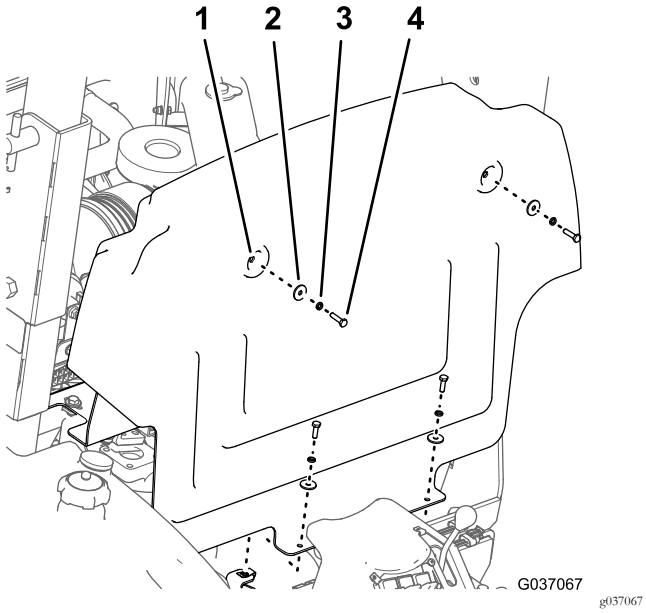

Figur 28
1. Fjern de fire bolte (6 x 25 mm), fire låseskiver (6 mm) og de fire flade spændeskiver (6 mm), der fastgør kantpladepanelet til maskinens chassis (Figur 28).
2. Flyt panelet op og fremad, og fjern det fra maskinen (Figur 28).
1. Ret de 4 huller i kantpladepanelet ind efter de 4 klemmemøtrikker på chassiset. Se Figur 28.
2. Fastgør kantpladepanelet til maskinens chassis med de 4 bolte, 4 låseskiver og 4 flade spændeskiver. Se Figur 28.